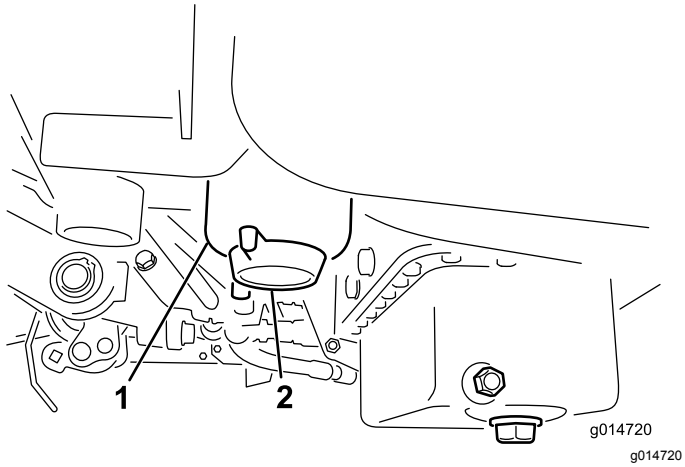

Figur 42
2. Rengør området, hvor filterskålen monteres (Figur 42).
4. Åbn filteraftapningsventilen (Figur 42).